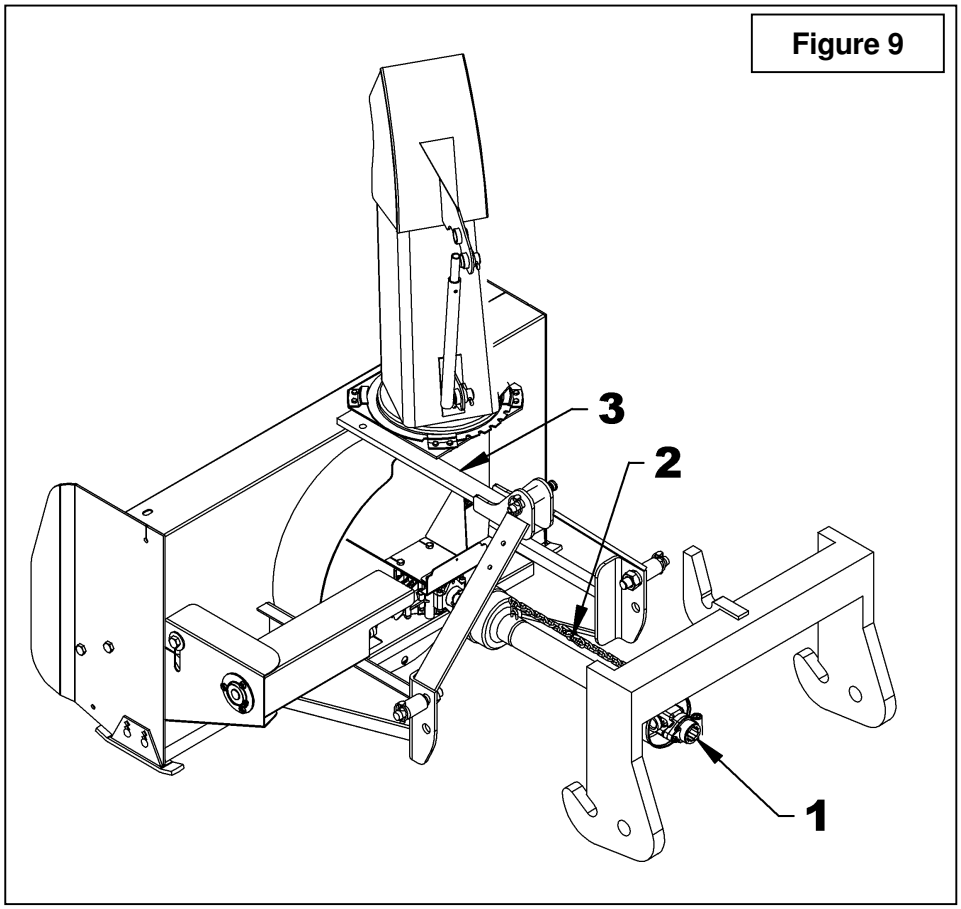

Figure 9
3. **Figure 9:** Disconnect driveline (item 1) from tractor and attach the driveline safety chain (item 2) to the upper hitch (item 3).
4. **Figure 9:** Slowly back the tractor away to release quick hitch from the snowblower.